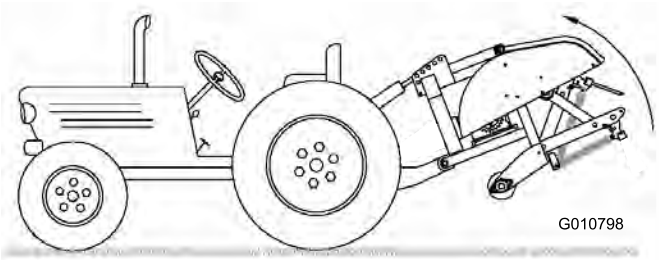

Figur 9
2. Höj upp luftaren så långt det går och dra in topplänkens cylinder eller den övre länken (Figur 9).